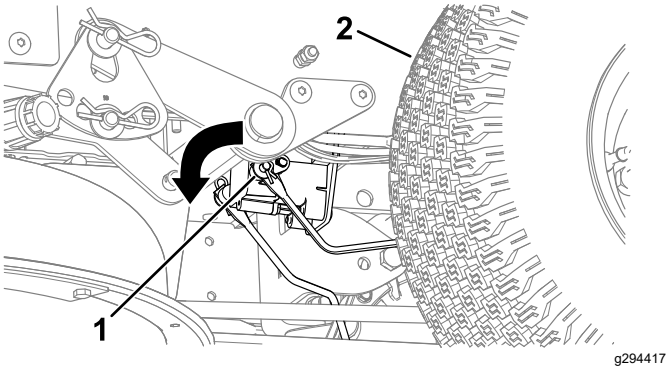

Rysunek 53
4. Zlokalizuj wałek na hamulcu elektrycznym, do którego są zamocowane ramiona sterujące hamulca (Rysunek 53).
5. Aby zwolnić hamulec, przekręć wałek do przodu w sposób pokazany na Rysunek 53.